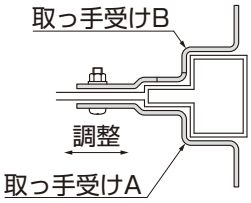

図7-8
- 施錠して南京錠が付けやすい位置に錠取っ手受けA、Bの位置を調整してください。(図7-8参照)